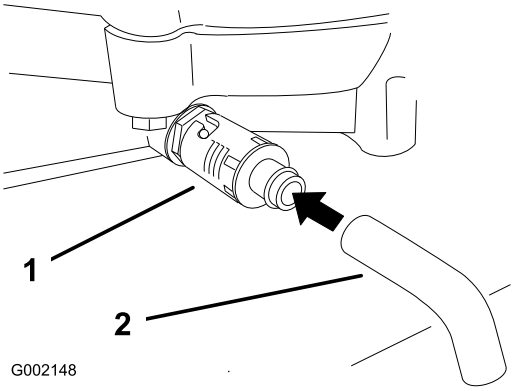

Rysunek 25
4. Umieść miskę pod spustem oleju. Przekręć zawór spustowy oleju i pozwól, aby olej spłynął (Rysunek 25).